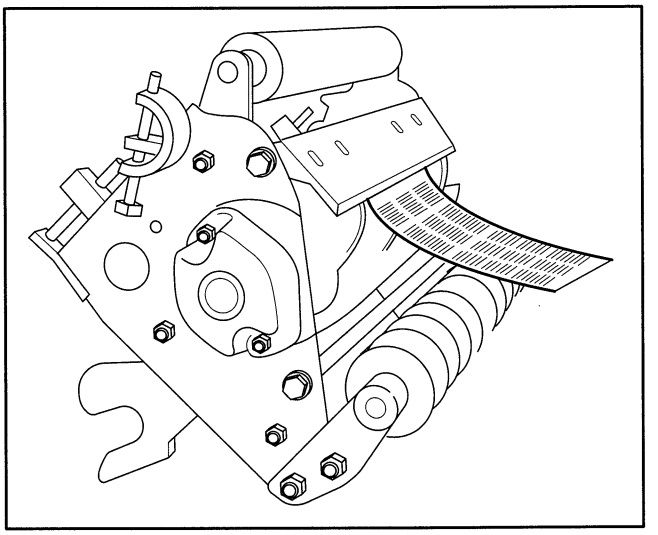

Figure 2
3. After the adjustment is accomplished, check to see if reel can pinch paper when inserted from the front and cut paper when inserted at a right angle (Fig. 2). It should be possible to cut paper with minimum contact between the bedknife and the reel blades. Should excessive reel drag be evident it **will** be necessary to either back lap or re–grind the cutting unit to achieve the sharp edges needed for precision cutting (see Toro reel sharpening manual).